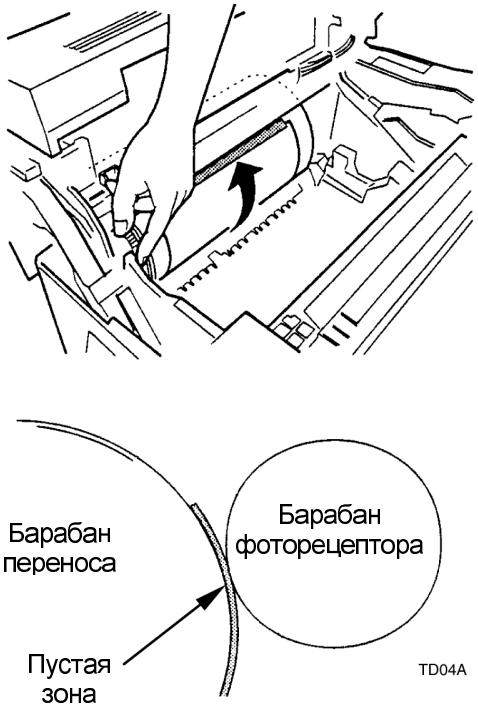

Рисунок 2. Положение барабана переноса
5. (Рисунок 2): Поворачивайте барабан переноса до того, как бумага не будет совмещена с пустой зоной барабана фоторецептора, как показано на рисунке.